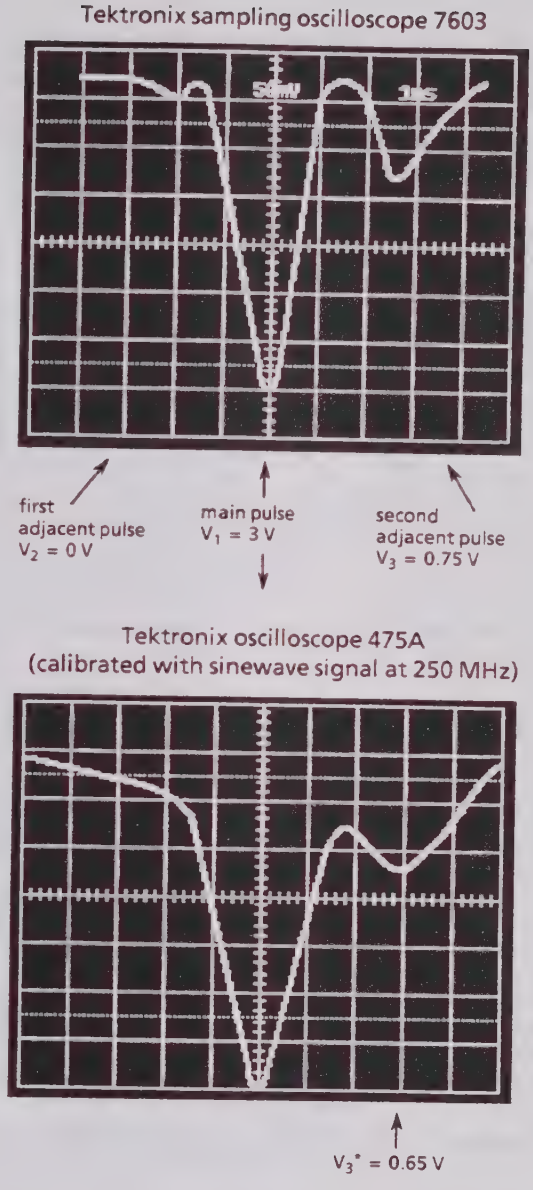

Fig. 5-5 Typical oscillograms of the output siganl at X101 (RFO REF) after adjusting the pulse blanking divider
- Adjust V_1 (amplitude of main pulse, see Fig. 5-5) for maximum using AMPLITUDE (C442).
- Adjust V_3 (amplitude of second adjacent pulse, see Fig. 5-5) for V_3/V_1 = 0.25 ± 0.05 using DELAY (R434).